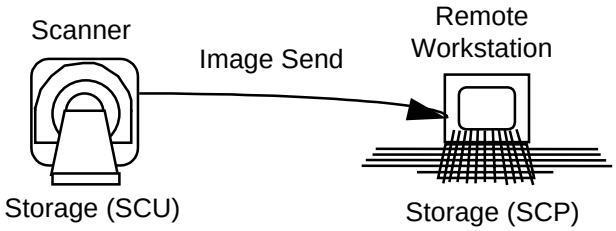

Figure 4-2 DICOM Storage
The Service Class User (**SCU**) sends image data and the Service Class Provider (**SCP**) receives image data. The image data is formatted into Objects such as **CT**, MR, Secondary Capture (SC), CR, X-ray RF, X-ray US, NM, etc. See Figure 4-2.